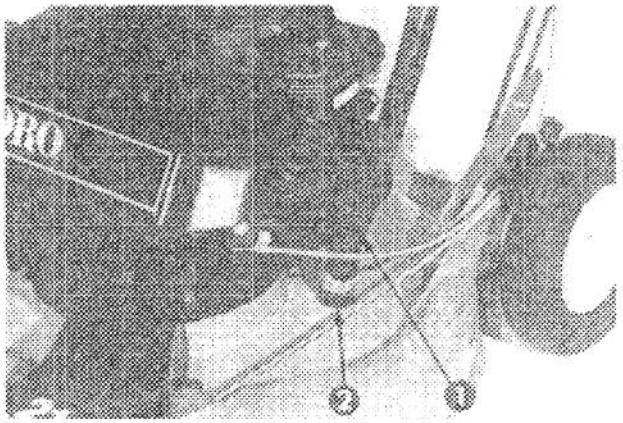

Figure 15
3. Start the engine. Insert end of hose, without nozzle, into wash-out port opening (Fig. 15). Using moderate water pressure, allow water and engine to run for approximately two minutes. The action created by the rotating blade and water flushes accumulations of grass clippings from underside of mower housing. When grass is no longer discharged and color of discharged water is clear again, stop the engine. Pull high tension wire off spark plug after all parts stop moving.